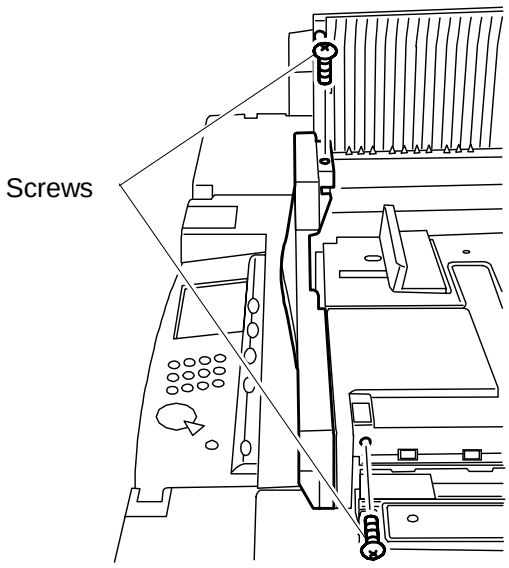

Fig. 19
19) Close the registration guide, set the front cover, and tighten the 2 screws. (Fig. 19)